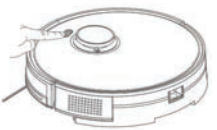

Рис. 6
4. Начните очистку с функцией влажной уборки (рис. 6).